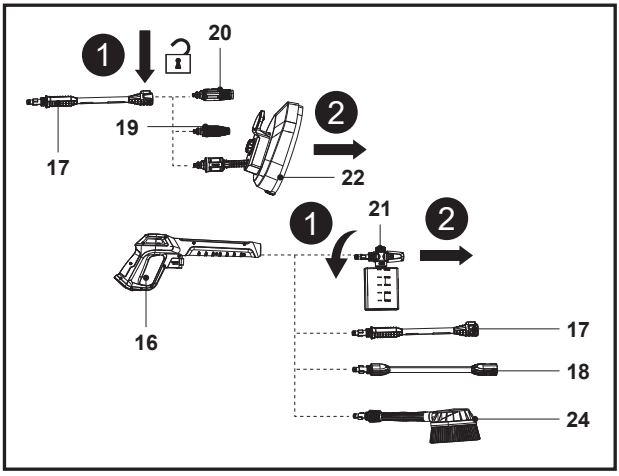

Fig. 21
1. Desconecte o bocal (19/20/22) da lança de extensão (17); desconecte o bocal do recipiente de detergente (21), a escova rotativa (24), a lança de extensão (17) e o cabo extensor (18) da pistola de pulverização (16) (Fig. 21).